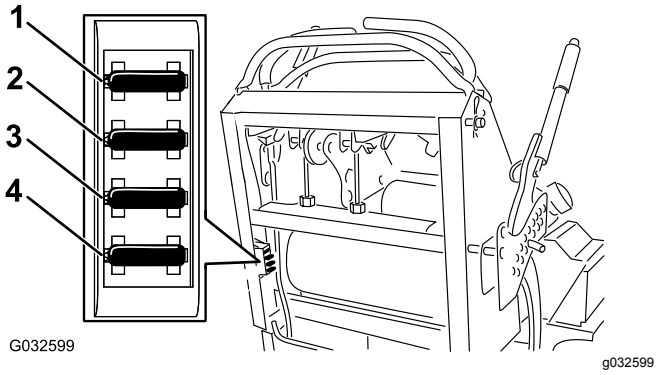

Bild 53
4. Ziehen Sie die Sicherung heraus und setzen Sie sie wieder ein (Bild 53).